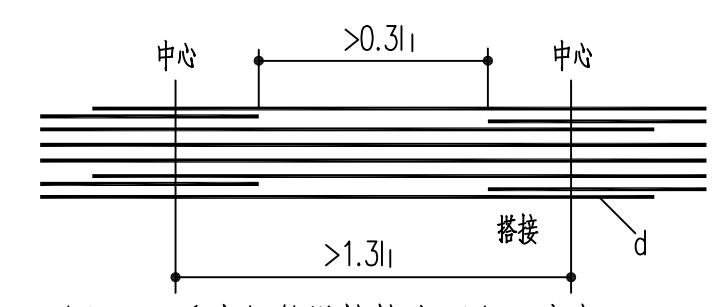
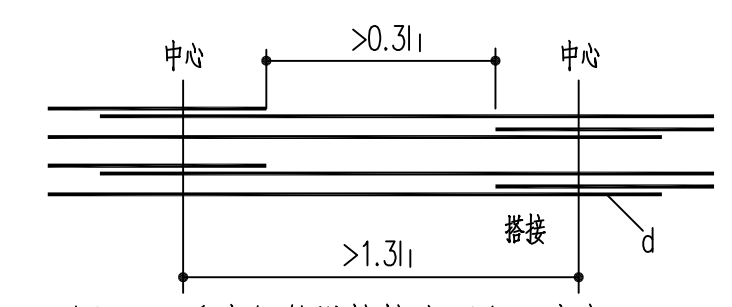

图2a. 受力钢筋搭接接头面积百分率25%
图2b. 受力钢筋搭接接头面积百分率50%
4.2.9 同一构件中相邻纵向受力钢筋的绑扎搭接接头宜相互错开。钢筋绑扎搭接接头连接区段的长度为1.3倍搭接长度,即1.3l_l,凡搭接接头中点位于该连接区段长度内的搭接接头均属于同一连接区段。位于同一连接区段内的受拉钢筋搭接接头面积百分率:对梁类、板类及墙类构件≤25%(见图2a);对柱类构件≤50%(见图2b)。